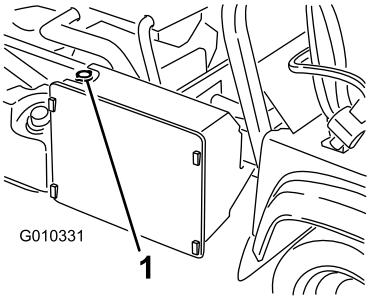

Figuur 54
3. Verwijder de radiateurdop (Figuur 54).
4. Verwijder de dop van de reservetank (Figuur 54).
7. Vul de radiateur bij en plaats de dop terug (Figuur 54).